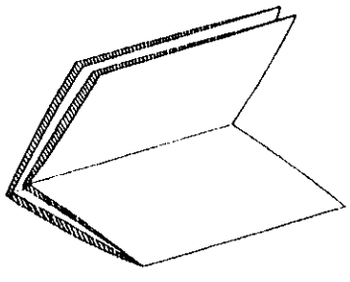

Рисунок 3. Сложенная копия
7. (Рисунок 3) Сложите копию как показано на рисунке.